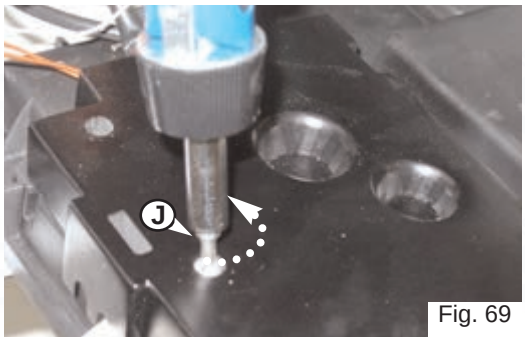
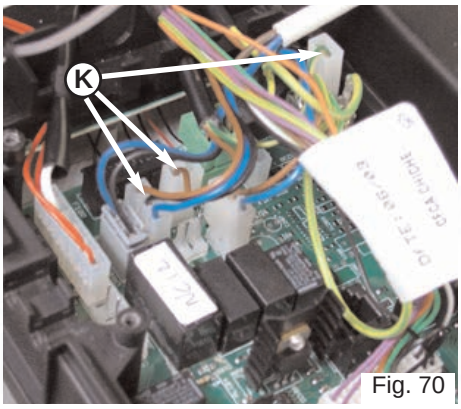

Fig. 69
Fig. 70
3. Remove the two screws "**J**" of the electrical box *(see Fig. 69)* and disconnect the electrical connections "**K**" *(see Fig. 70)*;